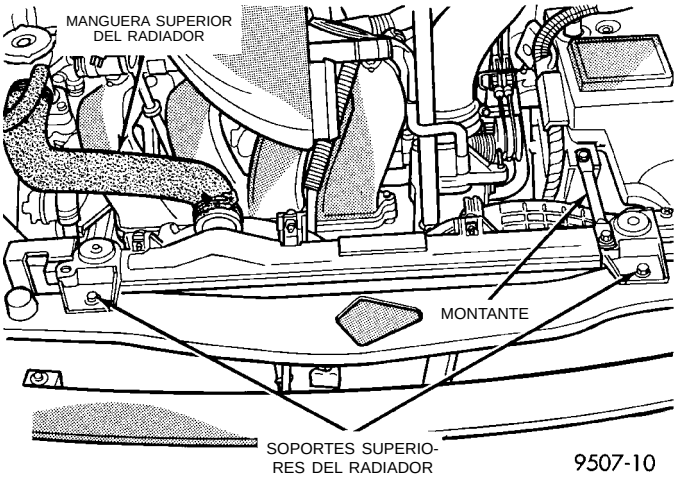
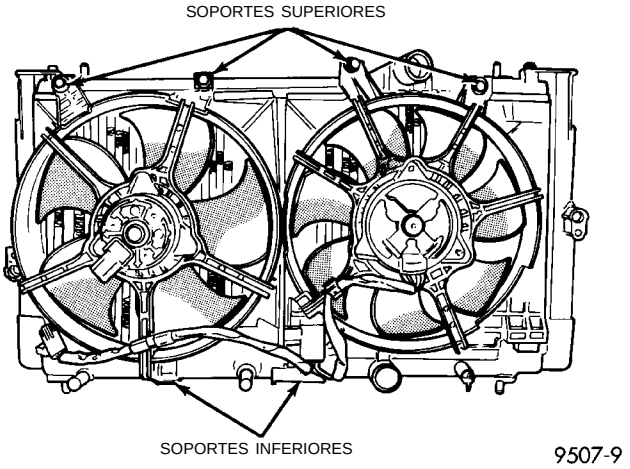
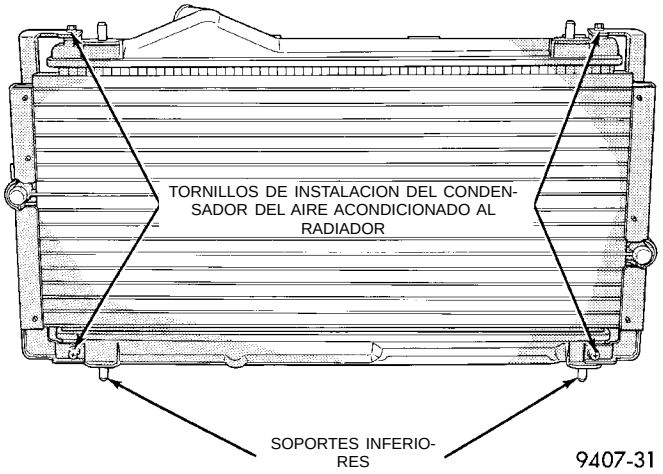

Fig. 20 Montaje del radiador
Fig. 21 Servicio del módulo de ventilador
Fig. 22 Tornillos de instalación del condensador del A/A al radiador
(4) Desconecte las mangueras de la transmisión automática y tápelas, si existen.
(5) Retire el montante del radiador a la batería (Fig. 20). Retire el conjunto de módulo de ventilador desconectando el conector eléctrico del motor del ventilador. Quite los tornillos de fijación de la cubierta del ventilador, situados en la parte superior de la cubierta (Fig. 21). Levante la cubierta separándola de las abrazaderas inferiores y del radiador. En el caso de ventiladores dobles, retire en primer lugar el módulo del ventilador izquierdo, y a continuación el módulo del lado derecho. Extreme las precauciones con el fin de no dañar el radiador.
(6) Retire los tornillos de instalación del soporte del aislador superior del radiador. Desconecte el cable del calefactor del bloque del motor, si está equipado.
(7) Retire los tornillos de sujeción del condensador del aire acondicionado situados en la parte frontal del radiador, si está equipado (Fig. 22). Incline el condensador hacia adelante. No es necesario descargar el sistema de aire acondicionado para retirar el radiador.
(8) El radiador ahora puede separarse libremente del compartimiento del motor. **Durante el desmontaje deben extremarse las precauciones para no dañar las aletas de refrigeración del radiador o los tubos de agua.**
(1) Deslice el radiador hacia abajo para colocarlo en su posición detrás del soporte del radiador (estribo).
(2) Conecte el condensador del aire acondicionado al radiador, si está equipado (Fig. 22), con cuatro tornillos de instalación y apriételos con una torsión de 5,4 N·m (50 lbs. pulg.). A continuación asiente el conjunto de aisladores de goma inferiores dentro de los orificios de instalación provistos en el travesaño inferior.
(3) Apriete los tornillos del soporte de instalación del aislador del radiador con una torsión de 7,4 N·m (65 lbs. pulg.). El radiador debe tener un espacio libre para moverse hacia arriba de aproximadamente 5 a 8 mm (0,25 pulg.) después del ensamblado.
(4) Conecte las manguera de la transmisión automática, si está equipada. Apriete las abrazaderas de las mangueras con una torsión de 4 N·m (35 lbs. pulg.).
(5) Deslice hacia abajo el módulo del ventilador dentro de la o las abrazaderas del reborde inferior del radiador (Fig. 21). En el caso de ventiladores dobles, instale en primer lugar el módulo del ventilador derecho y a continuación el módulo izquierdo. Instale los tornillos de fijación y apriételos con una torsión de 5,4 N·m (50 lbs. pulg.).
(6) Instale las mangueras del radiador y la manguera de la reserva de refrigerante. Alinee las mangueras y coloque las abrazaderas de las mismas de forma tal que no interfieran con el motor ni con el capó.